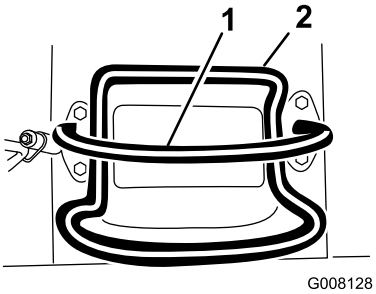

**Figuur 6**
- Om te stoppen, laat u de tractiebediening los (Figuur 6).